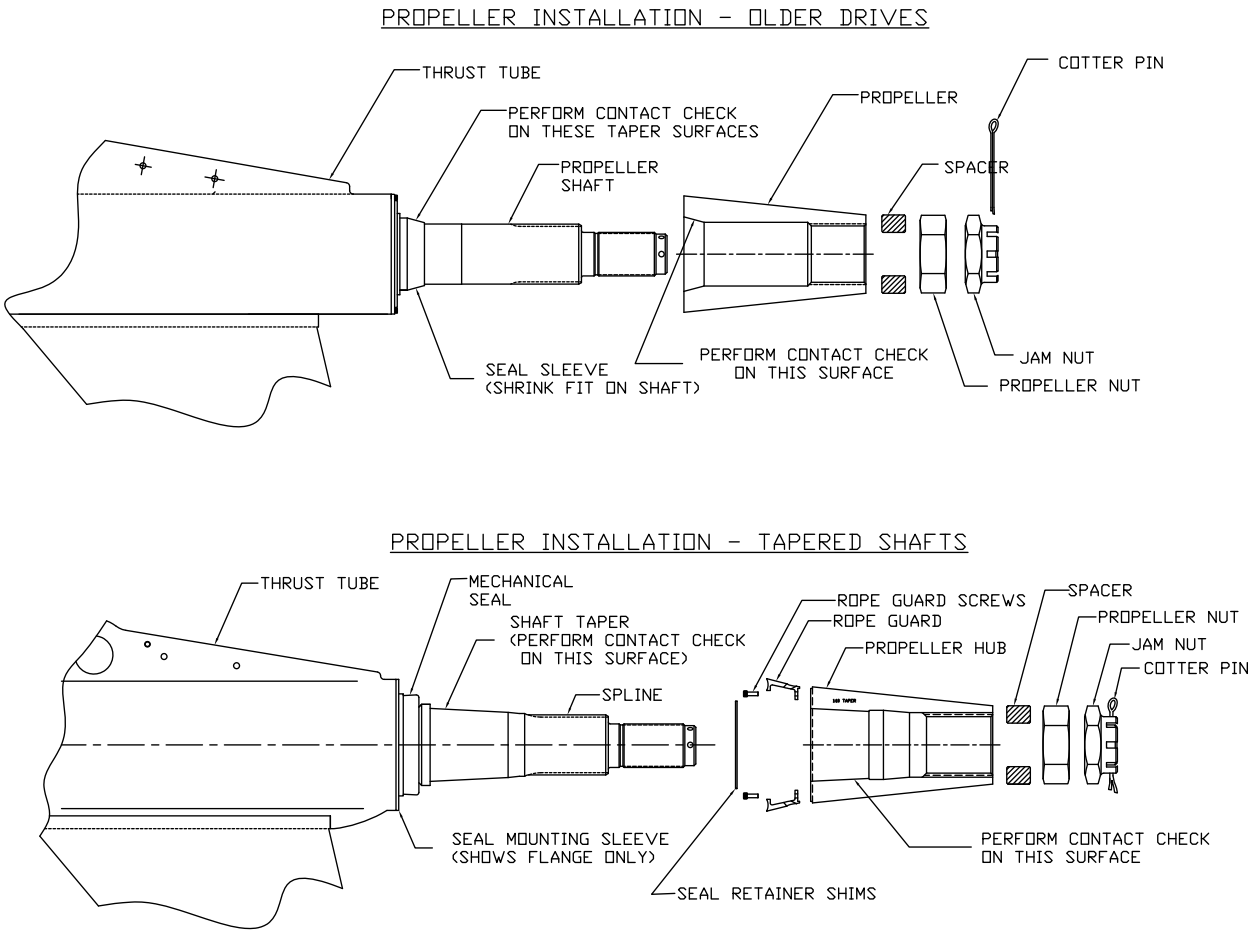

Figure 150. Propeller Installation
1. Apply a thin coat of anti-seize lubricating compound to the propeller shaft as shown in **Figure 150**.